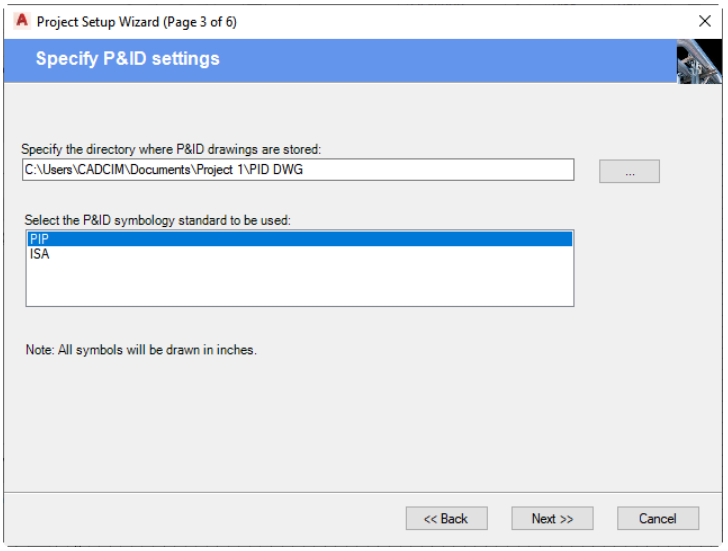

Figure 2-4 *The* ***Specify P&ID settings*** *page*
4. Choose the **Imperial** radio button, if not chosen by default, and then choose the **Next** button; the **Specify P&ID settings** page will be displayed, as shown in Figure 2-4.